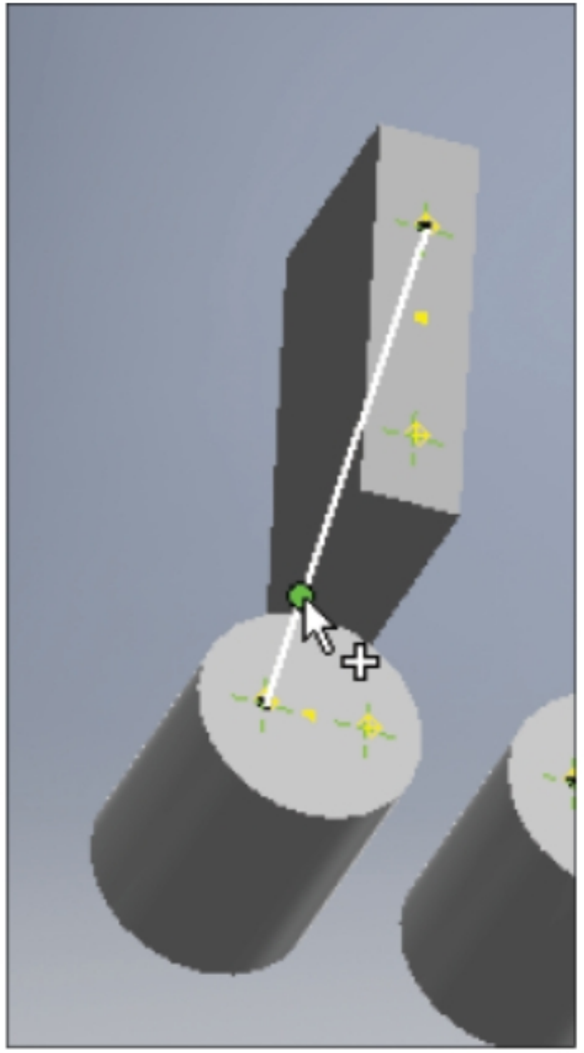

Figure-48. Specifying position of point
- Click at desired location and press **ESC**; refer to Figure-48.